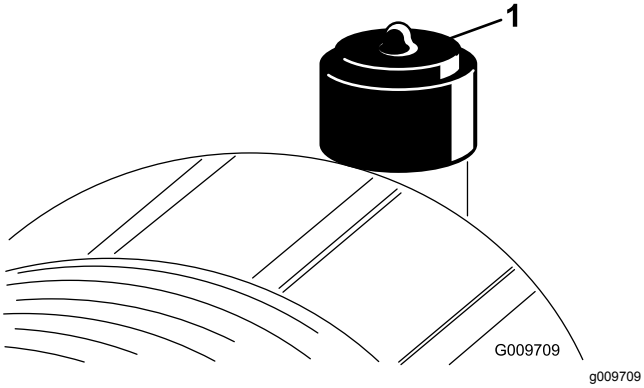

Figur 56
Efterse kun luftfilteret, når serviceindikatoren (Figur 56) viser, at det er nødvendigt. Hvis du udskifter luftfilteret, før det er nødvendigt, øger du blot risikoen for, at der kommer snavs ind i motoren, når filteret afmonteres.
2. Nulstil indikatoren (Figur 56), hvis den viser rødt.